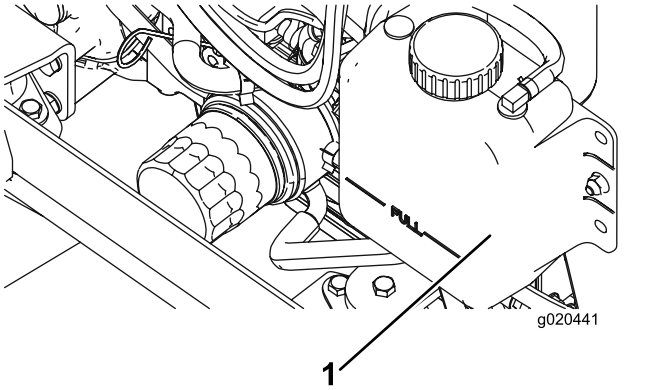

Figur 12
1. Afmonter forsigtigt kølerens dæksel og ekspansionsbeholderens dæksel (Figur 12).